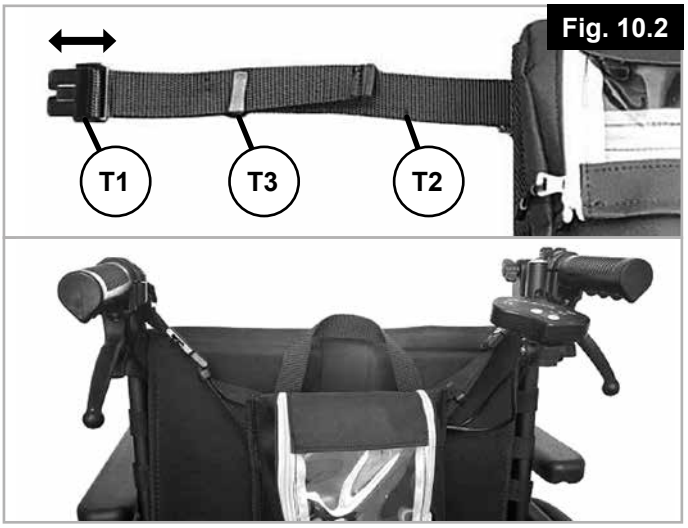

Fig. 10.2
10.2 Bevestigen van de opbergzak op de rolstoel (fig. 10.2)